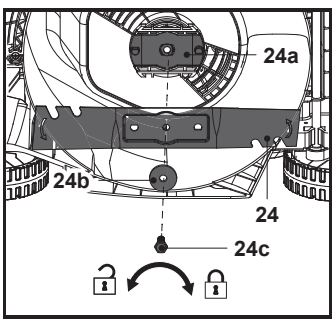

Fig. 23
1. Înlocuiește cuțitul (24) cu unul nou de același tip. Verifică mai întâi starea suportului cuțitului (24a) pe ax, apoi fixează cuțitul (24) pe suport (24a) aliniindu-l cu modelele de pe suport, fixează ansamblul cu șaiba plată (24b) și șurubul de montare (24c) și strânge cu mâna.
2. Ține bine cuțitul (24) cu o mână protejată cu mănușă rezistentă și/sau cu un băț, strânge șurubul de montare (24c) în sens orar la min. 25 Nm, max. 35 Nm pentru funcționarea în siguranță a produsului (fig. 23).